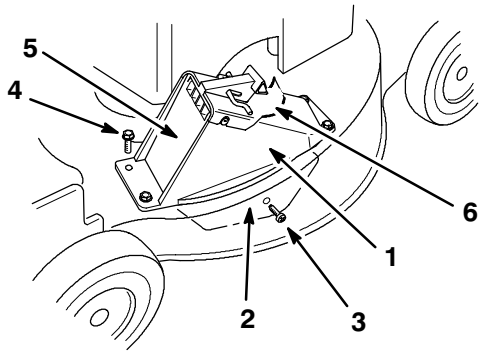

**Figure 47**
1. Grommet (4)
7. Insert the tongue of the discharge tunnel into the lawn mower (Fig. 47).
8. Align the holes in the tunnel with the grommets in the lawn mower (Fig. 47).
9. Ensure that the hole in the tongue aligns with the hole in the side of the lawn mower (Fig. 47).
4. Bolt (3)
10. Install the self-tapping plastite screw supplied with the grass catcher into the side hole and tongue, and partially tighten the screw (Fig. 47).
11. Using three screws supplied with the grass catcher, fasten the discharge tunnel to the lawn mower (Fig. 47).
14. Open and close the tunnel door to ensure that it moves freely (Fig. 47).